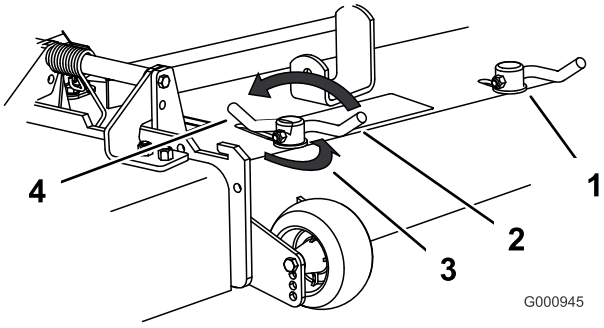

Figur 22
3. Sving spaken opp for å løsne kamlåsen for å justere kamlokkene (Figur 22).
5. Sving spaken tilbake over for å stramme til skjermen og kamlåsene (Figur 22).